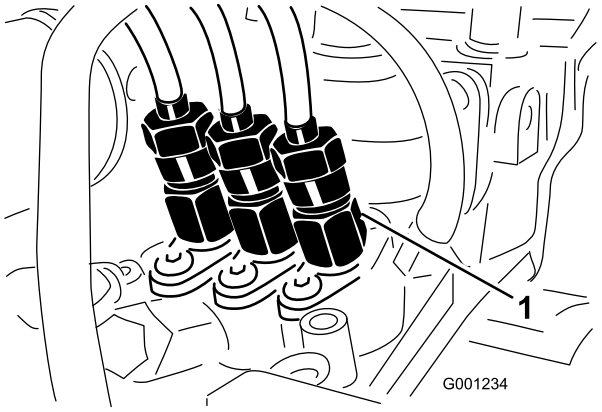

Figuur 51
1. Draai de leidingconnector naar verstuiver nr. 1 en de houder op de injectiepomp los (Figuur 51).